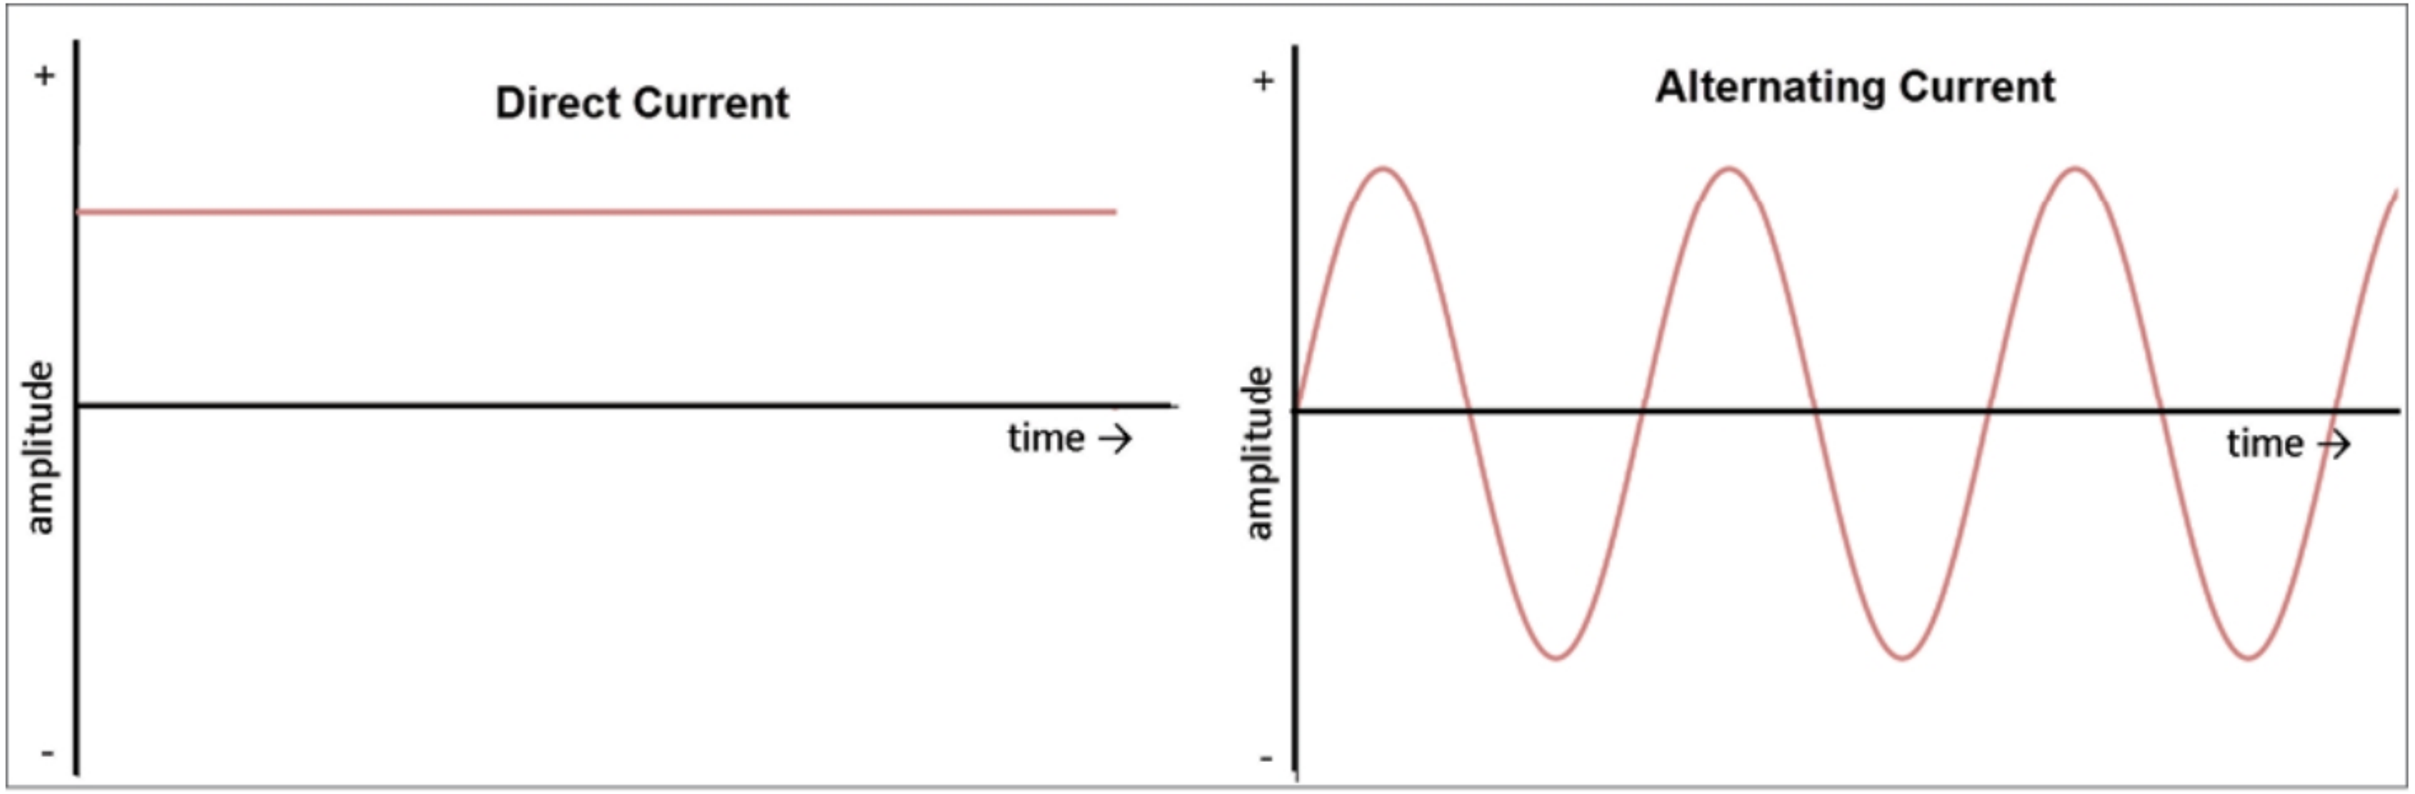

Figure-1. Types of currents
There are two types of current; direct current (DC) and alternating current (AC). Graphically, we can define these currents as shown in Figure-1.